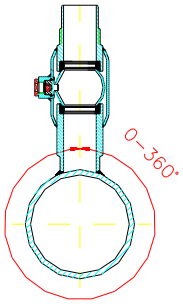
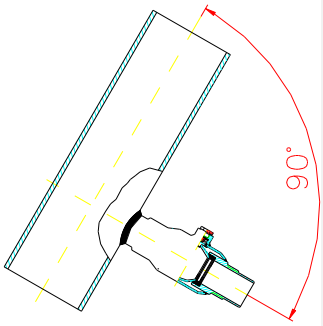

rys. 2
rys. 3
- Zawór może być przyspawany do rury głównej pod dowolnym kątem od 0-360° w stosunku do pionu (patrz **rys. 2**), ale musi być przyspawany prostopadle do osi podłużnej rurociągu głównego (patrz **rys. 3**).